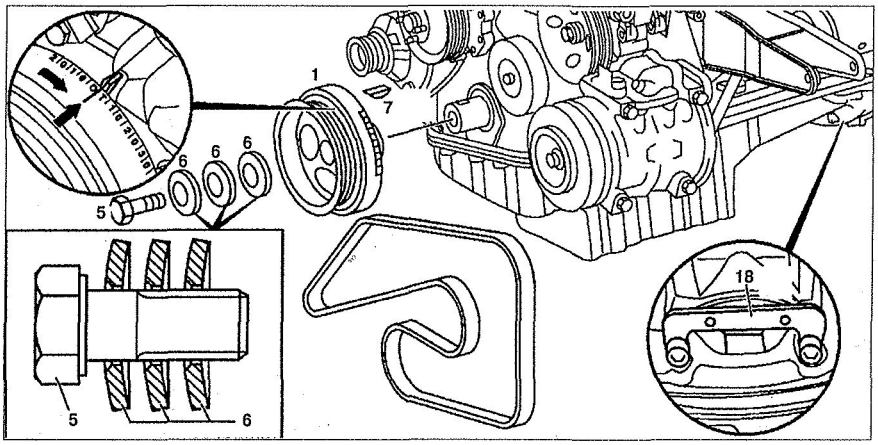

Рис. 2.28. Канавочный шкив коленчатого вала:
3. Заблокируйте маховик блокировочным устройством **18** (см.рис. 2.28).
4. Открутите центральный болт **5** с регулировочными прокладками **6** (см.рис.2.28, 2.29). Перед установкой смажьте регулировочные прокладки **6** и резьбу центрального болта **5**. Установите регулировочные прокладки **6** выпуклой поверхностью к головке болта.